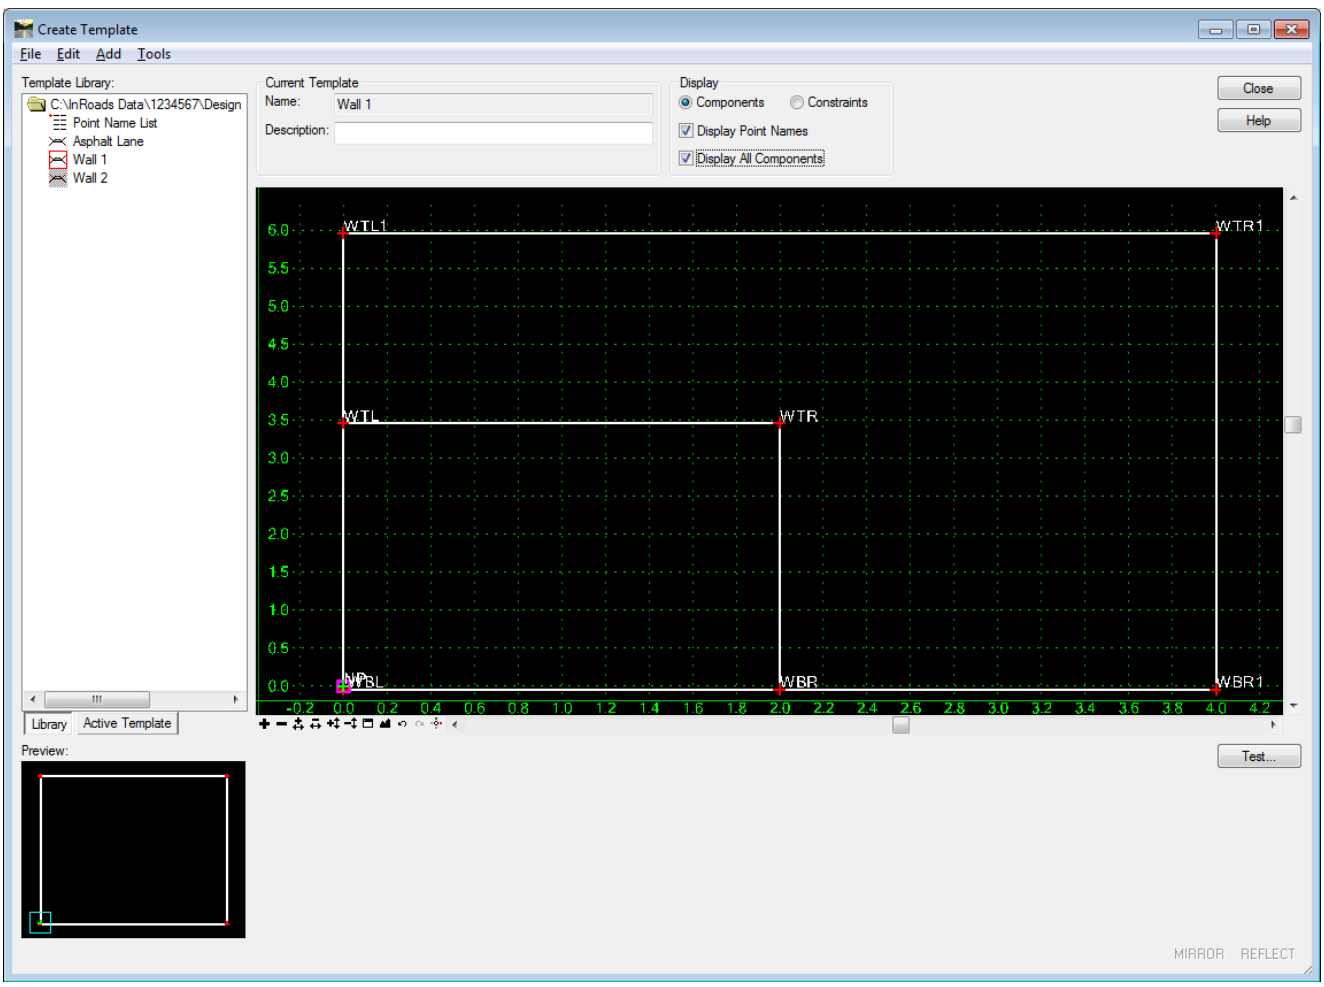

Figure L7-54 Create Template Window
70.	**Place Wall 2 on Wall 1** • Left click and hold **Wall 2** and drag to **WBL** in the Grid and place on **WBL**. ***HINT:** *Use the wheel on your mouse to zoom in and out as necessary.* • **Fit** the view and ensure your view matches that shown in *Figure L7-54*. • When one Component is placed on another, matching Point Names are appended numerically beginning with **1**. Notice there are now Points named **WTL** & **WTL1**, **WTR** & **WTR1** and **WBR** & **WBR1** in *Figure L7-54*. • When Points are dropped directly onto one another the default behavior is to merge the two Points together. Zoom into point **WBL** in the lower left corner and you will see there is not a **WBL** and a **WBL1**. Only a **WBL**. The two Points were merged into one Point.